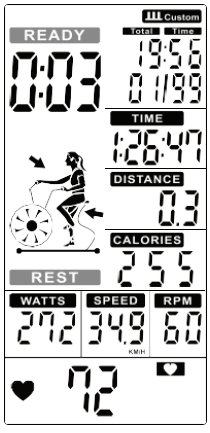
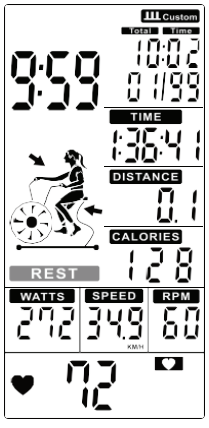

Figure 37
Figure 38
6. Cycle time counts down from and **REST** fashes once per second along with buzzer beeps (Figure 37), meanwhile **READY** flash in last 3s (Figure 38).